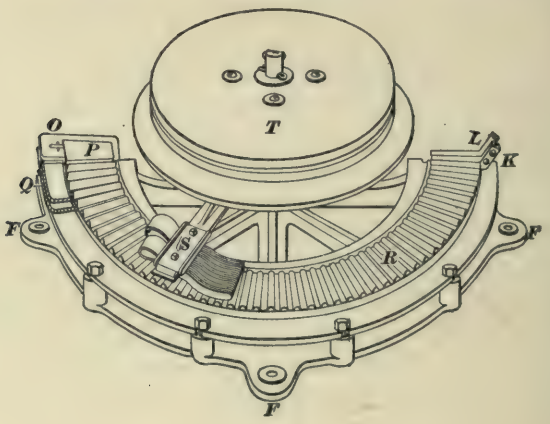
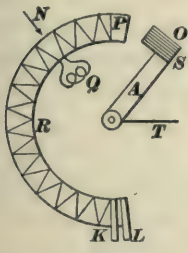

FIG. 1.
FIG. 3.
**4. Description.**—Figs. 1, 2, and 3 will give a fair idea of the old T.-H. rheostat. Fig. 1 shows the device upside down from that generally seen on a car. *F*, *F*, *F* are feet cast on the frame; these feet are drilled and provided with insulating bushings, through which pass the three bolts that secure the frame to the under part of the platform. *T* is a drum on which works a chain attached to a sprocket wheel
**5. The Blow-Out Coil.**—Fig. 3 is a diagrammatic sketch of the T.-H. rheostat shown in Fig. 1. $T$ is the trolley wire leading from the fuse box and lightning arrester; $S$ is the iron contact shoe on the end of the rheostat arm $A$; $P$ is the iron contact plate at the off-position, and $R$, $K$, and $L$ have the same meaning as before; $Q$ is the magnetic blow-out coil; $Q$ is provided with an iron core, one of whose pole pieces is the iron contact plate $P$. The ordinary course of the current entering the rheostat at $T$ is $T$–$A$–$S$–$P$–$Q$–$R$–$K$; as long as shoe $S$ rests on any part of
end operates the rheostat by means of a wire rope passed along a system of pulleys to the drum *T*, Fig. 1, on the rheostat. It has also proven practicable to hang the rheostat under the middle of the car and to connect both controlling handle rods to the drum by means of the wire rope. On some roads the rheostat handle is turned in the direction of the hands of a clock to put the power on, while on other roads the handle must be turned counter-clockwise. The reason for this difference is that most mechanics hang the rheostat upside down, as it is intended to hang, for the reason that any water, mud, or other foreign matter that gets on the plates, has a chance to fall off. When hung in this manner, the handle must be turned clockwise, to put the controller on, that is, to start the car. Others claim that it is better to set the controller as shown in Fig. 1, because the shoe is then less liable to give trouble from poor contact. In any case, the rheostats should all be hung alike, so that the motorman may get used to one way of throwing them off; otherwise he may get confused occasionally, throw the handle the wrong way, and instead of throwing the current off, put the motors around on the loop or shunt.